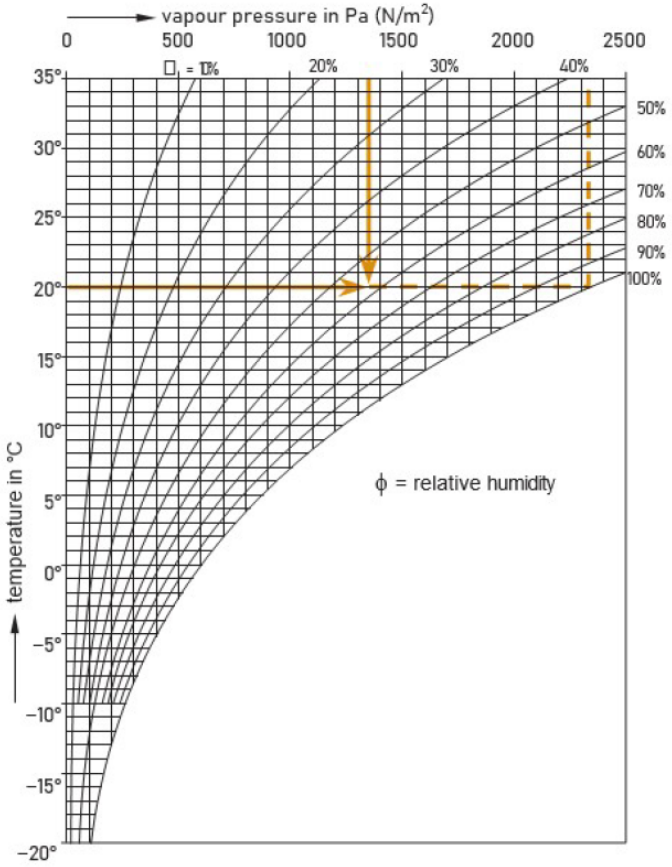

Figure 2.2 Vapour pressure p = 1350 Pa, relative humidity ϕ = 58%
Example figure 2.2
Initial situation (figure 2.2):
Initial situation (figure 2.2): Temperature equals $\theta = 20$ °C
2. Determine the maximum vapour pressure for the temperature given (see figure 2.2 or the vapour pressure table in the book of tables).